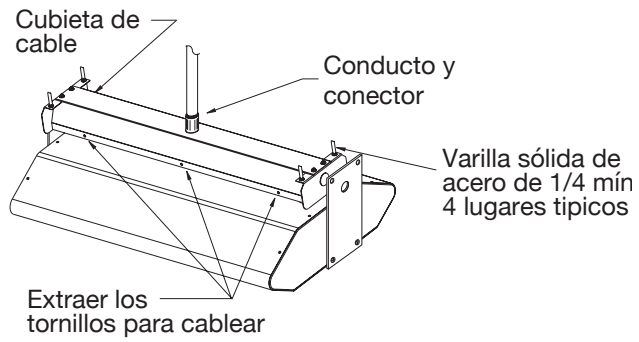

**Figura 5**
Referirse a la Figura 5 y proceder como sigue.
4. Extraer los tornillos (ver la Figura 5) de la parte delantera de la cubierta de cable, girar hacia atrás la cubierta de cable y extraer de la base de la cubierta de cable.